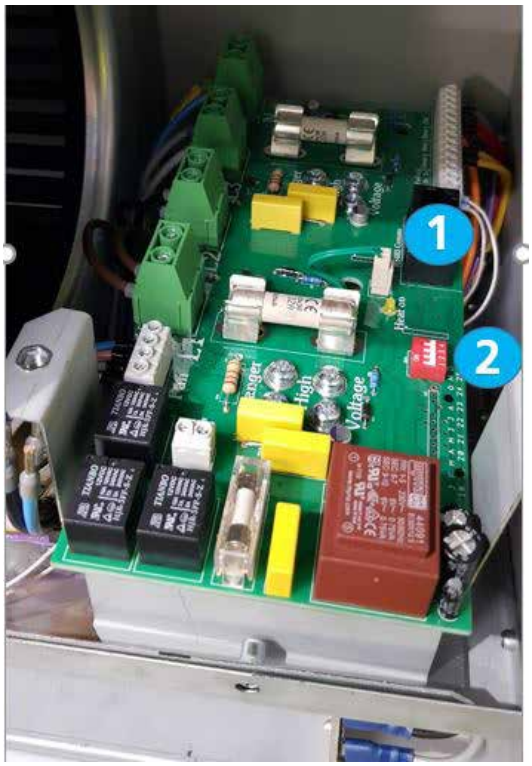

Figure 33 Emplacement du capteur de température du panneau de contrôle et du commutateur DIP
4. Une fois le panneau de contrôle sorti de l'appareil, débranchez le fil bleu [1] de la sonde de température, voir la figure 33 pour l'emplacement. Dévissez les huit vis qui fixent le panneau de commande au radiateur et à la plaque de montage, puis soulevez
Réglez le commutateur DIP [2] de la figure 33 pour le lieu et suivez les réglages de l'adresse de réseau. Pour plus d'informations, reportez-vous à la section de la page 22.